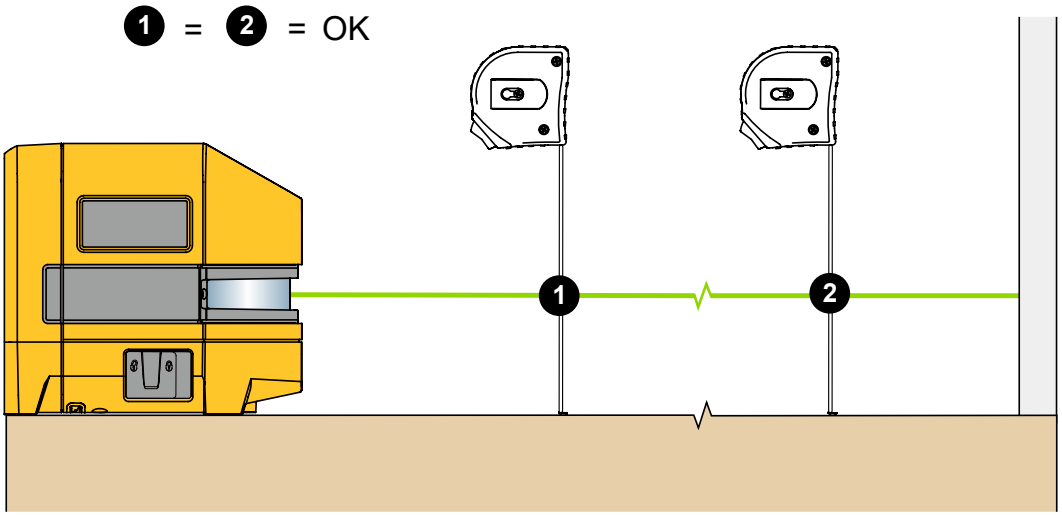

Rysunek 4. Wyrównanie istniejącego obiektu
3. Zmierz odległość od obiektu do lasera w różnych odległościach od produktu. Patrz Rysunek 4. Jeżeli pomiary są takie same, obiekt jest wypoziomowany lub wyrównany.